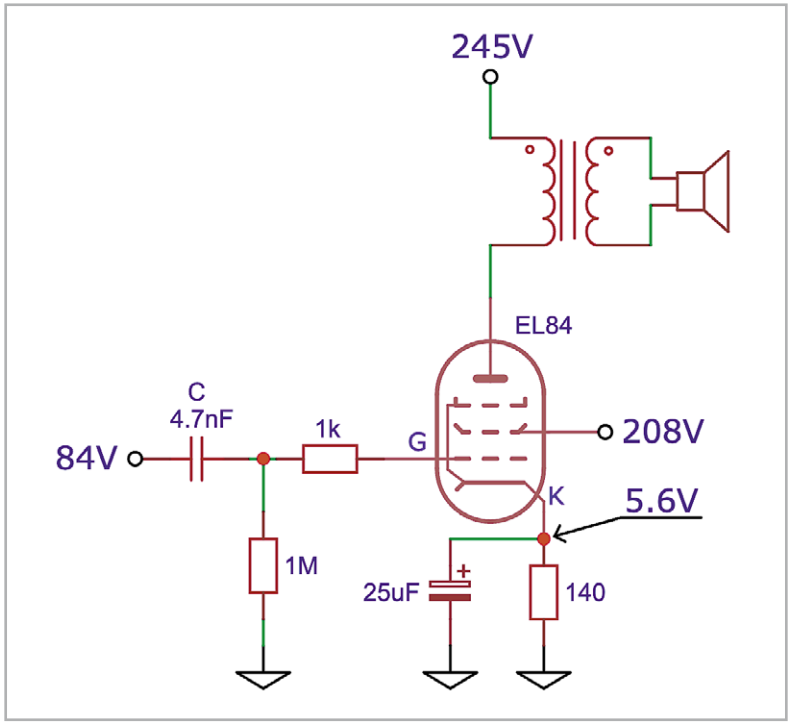

Bild 4: Typische Leistungsausgangsstufe eines Röhrenradios, die über den Kondensator C mit der vorhergehenden Vorverstärkerstufe gekoppelt ist
Wenn der Leckstrom eines Kondensators sehr gering sein kann, warum ist er dann ein so großes Problem in elektronischen Schaltungen? Dies lässt sich am besten anhand des Schaltbilds einer typischen Leistungsendstufe eines Röhrenradios (wie sie im Grundig 2147 Röhrenradio verwendet wird), verstehen (siehe Bild 4).
Die Leistungsröhre muss für den Betrieb richtig vorgespannt sein. In der Schaltung von Bild 4 ergibt ein 140-Ω-Widerstand zwischen Kathode und Masse eine Kathodenspannung (VK) von 5,6 V auf Masse bezogen. Normalerweise fließt kein Strom in oder aus dem Gitter der Röhre, da es eine sehr hohe Impedanz hat. Folglich fließt kein Strom durch den